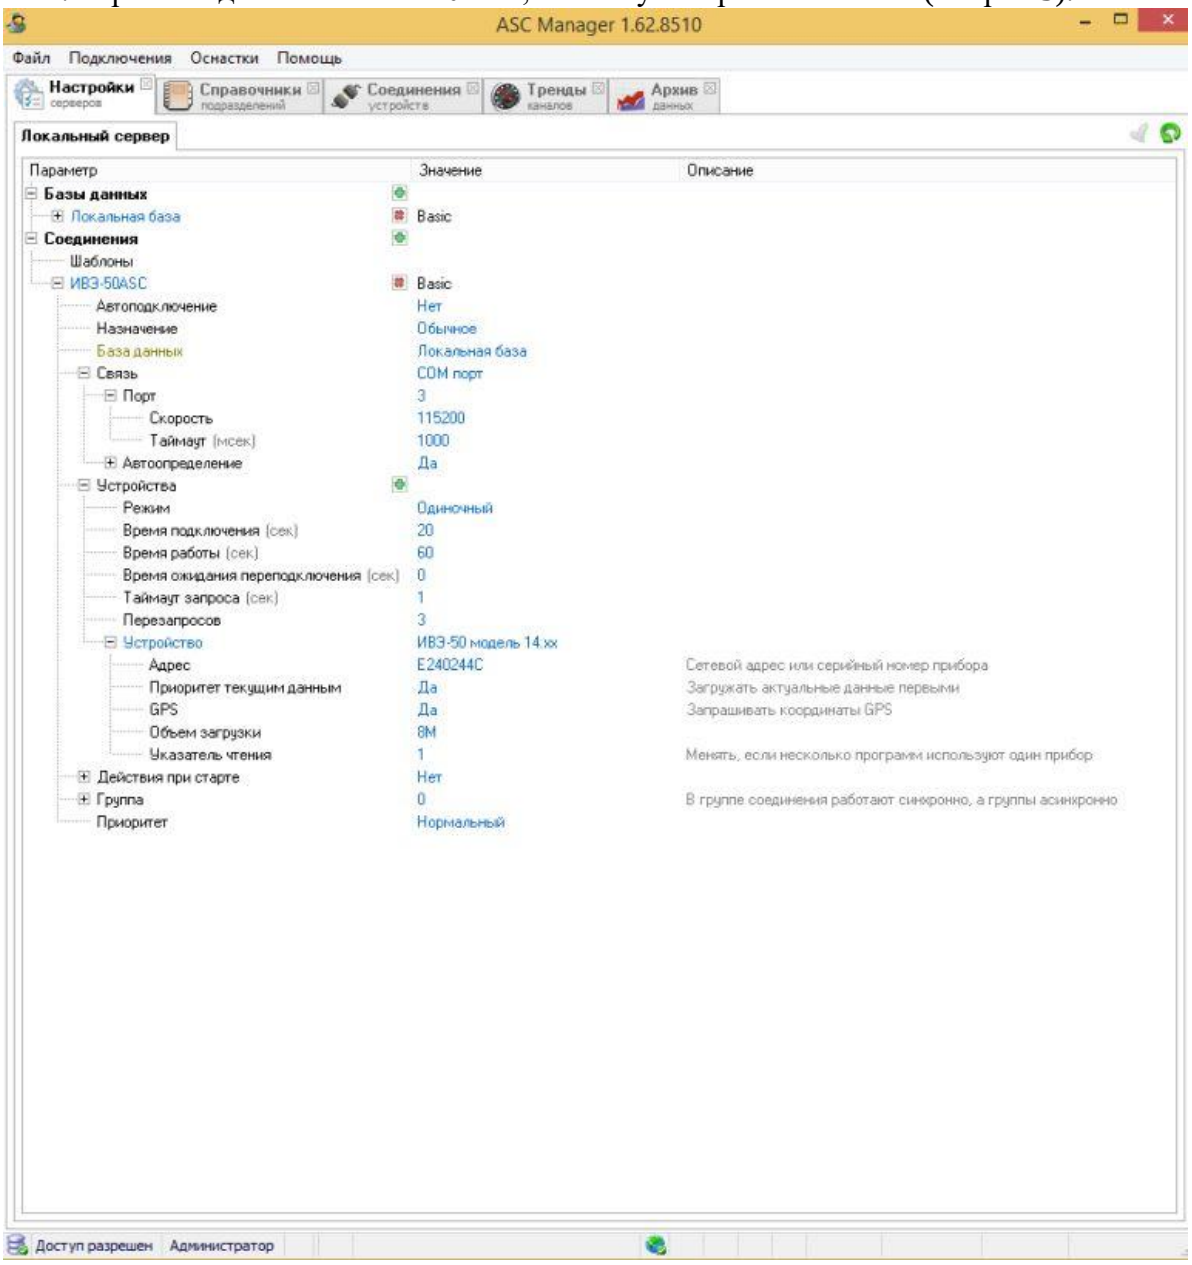

Рисунок 3
6.5.2 Войдите в режим "Эксперт" (нажав правую кнопку мыши). В разделе "Устройства" измените: "Время подключения" на 20 сек., "Таймаут запроса" на 1 сек. (см. рис.3).